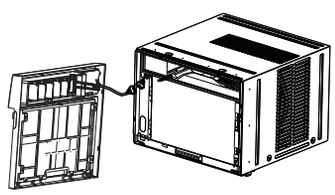

Fig.4
6. Desconecte el conector del panel de visualización de la unidad y coloque el panel frontal a un lado (ver Fig.4).